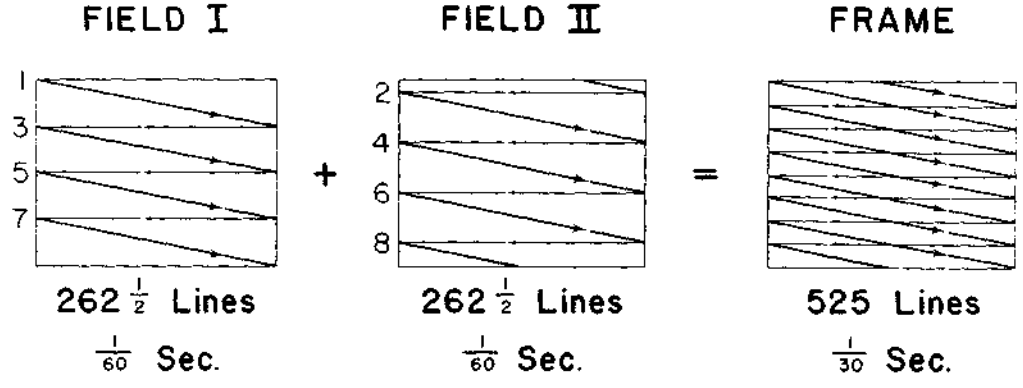

Figure 13-7 Interlaced horizontal scanning
- Instead of scanning all 525 lines consequently, only the even-numbered lines are scanned in the first half of the frame, and only the odd-numbered lines are scanned during the second half (Fig. 13-7).